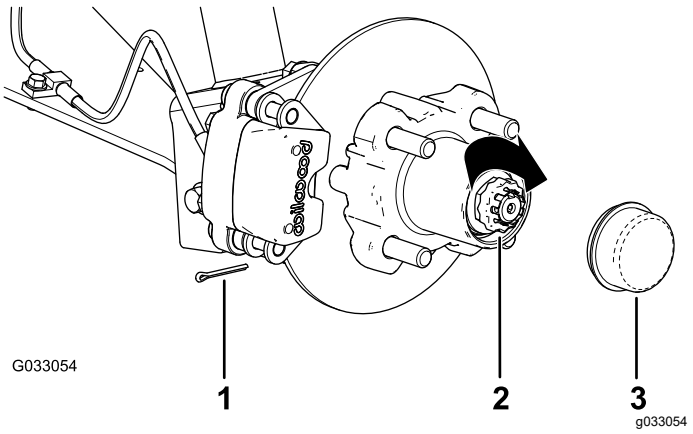

Figuur 29
8. Monteer de borgschroef over de moer en controleer de uitlijning van de sleuf in de schroef en de opening in de as voor de borgpen (Figuur 29).
9. Monteer de borgpen en plooi beide uiteinden rond de borgschroef (Figuur 29).
10. Plaats de stofkap op de naaf (Figuur 29).